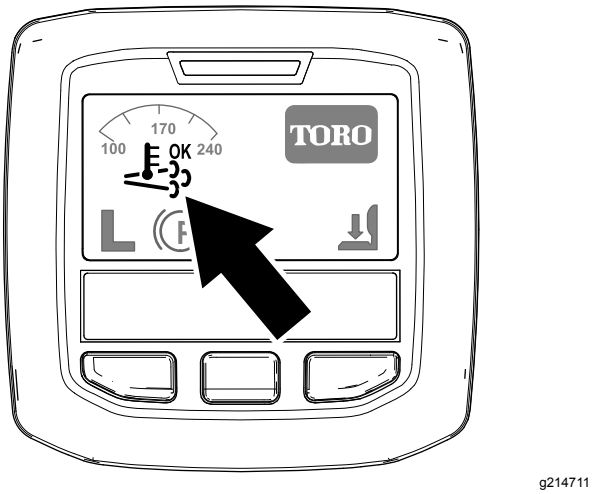

Figur 29
- Symbolen för stöd-/återställningsregenerering visas i InfoCenter (Figur 29).